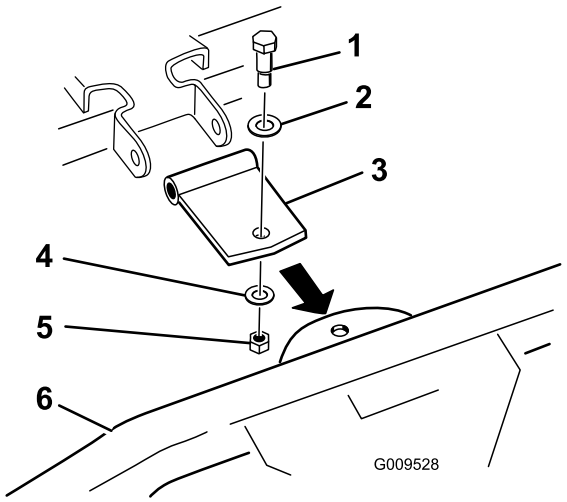

Figuur 4
- Gebruik de gebogen draaibeugel zoals weergegeven in Figuur 4, als de beugel aan het eind van de tandhark omhoog wijst. Werp de gebogen draaibeugel weg.